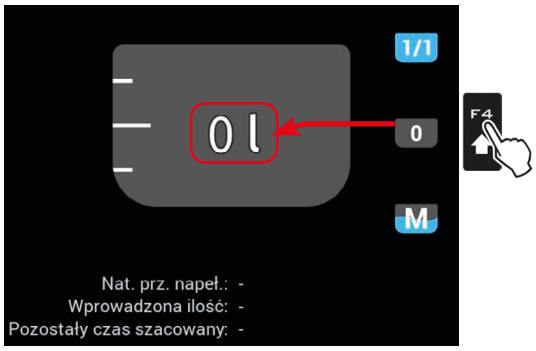

Rys. 337
- Zerowanie poziomu (Rys. 337)